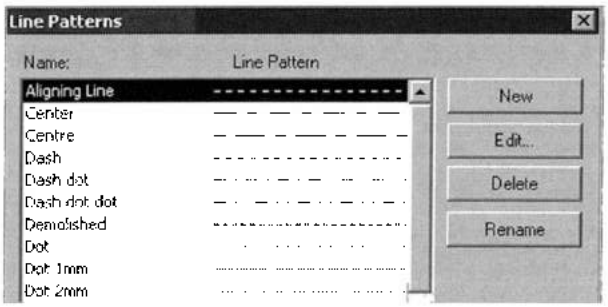

Рис. 3.16. *Настройка типа линии*
1. На ленте **Manage** в разделе **Project Settings** открыть из меню **Settings** командой **Line Patterns** (Образцы линий) одноименный боксе (рис. 3.16).